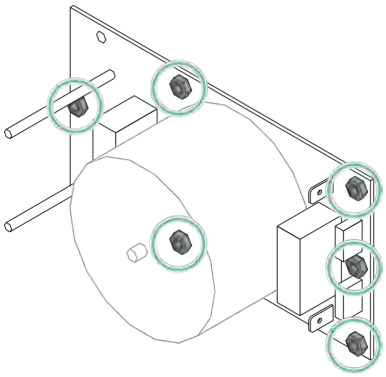

Fig. 75: Radio interference filter
7. Loosen the 6 fastening screws of the radio interference filter and remove (*Fig. 75*).